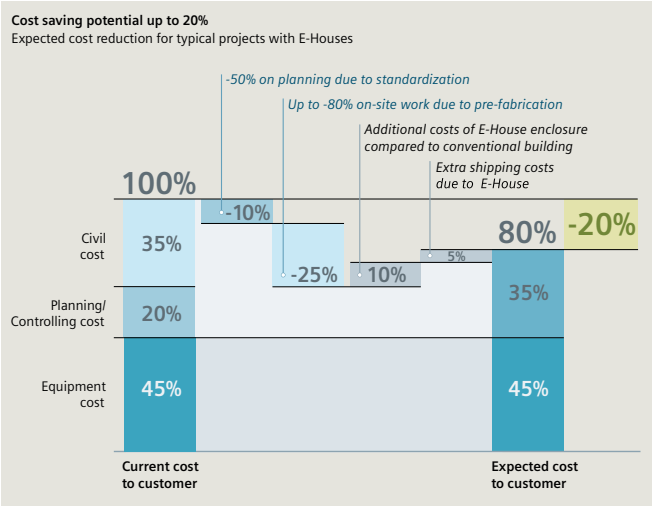

Fig. 2.4-17: Cost saving chart from MV E-house
- Possible interim solution and relocation (fig. 2.4-17).